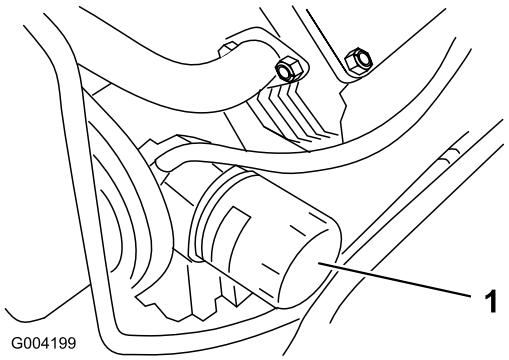

Figur 34
3. Ta bort det gamla filtret (Figur 34) och torka rent ytan på filteradapterpackningen.